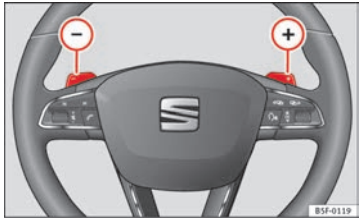

Fig. 124 Steering wheel: automatic gearbox levers
– Press the gearshift paddle (+) to select a higher gear ⇒ Fig. 124.